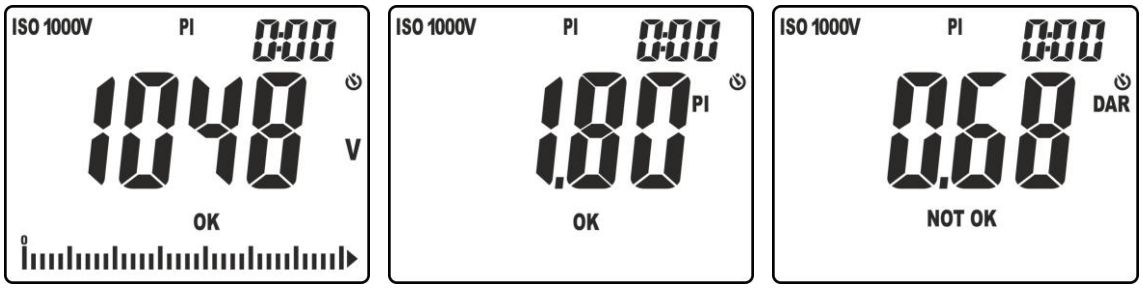

Fig. 24: Resultados da medição de PI e DAR
10. Premir os botões ▼/💡 ou **▲/ZERO** para visualizar a tensão real aplicada, o valor do parâmetro PI ou o valor do parâmetro DAR (ver Fig. 24)